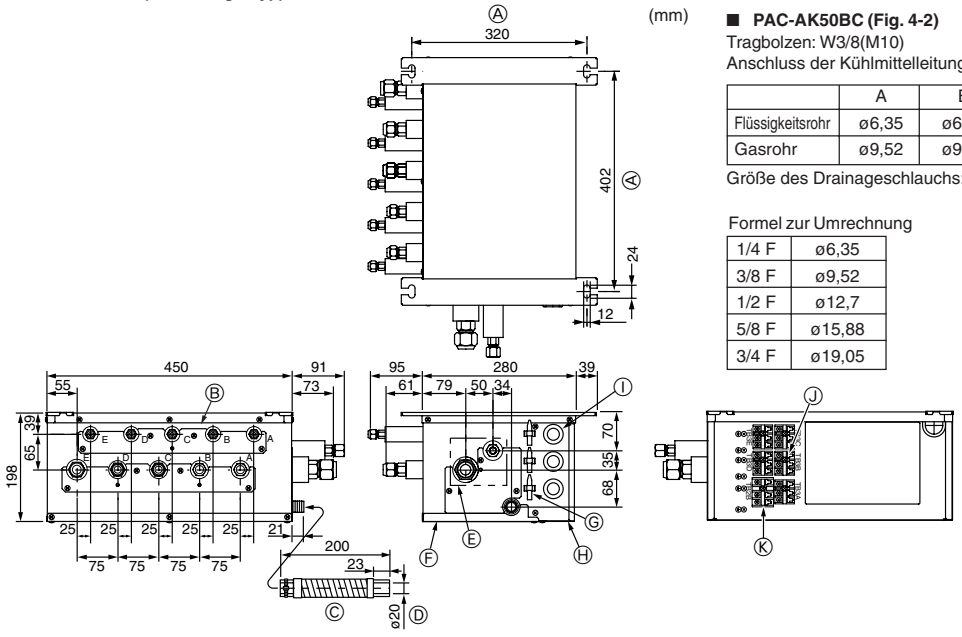

Fig. 4-2
■ **PAC-AK50BC (Fig. 4-2)**
(1) Montieren Sie die Tragbolzen (zusätzlich zu erwerben) mit dem angegebenen Abstand. (Fig. 4-2, 4-3).